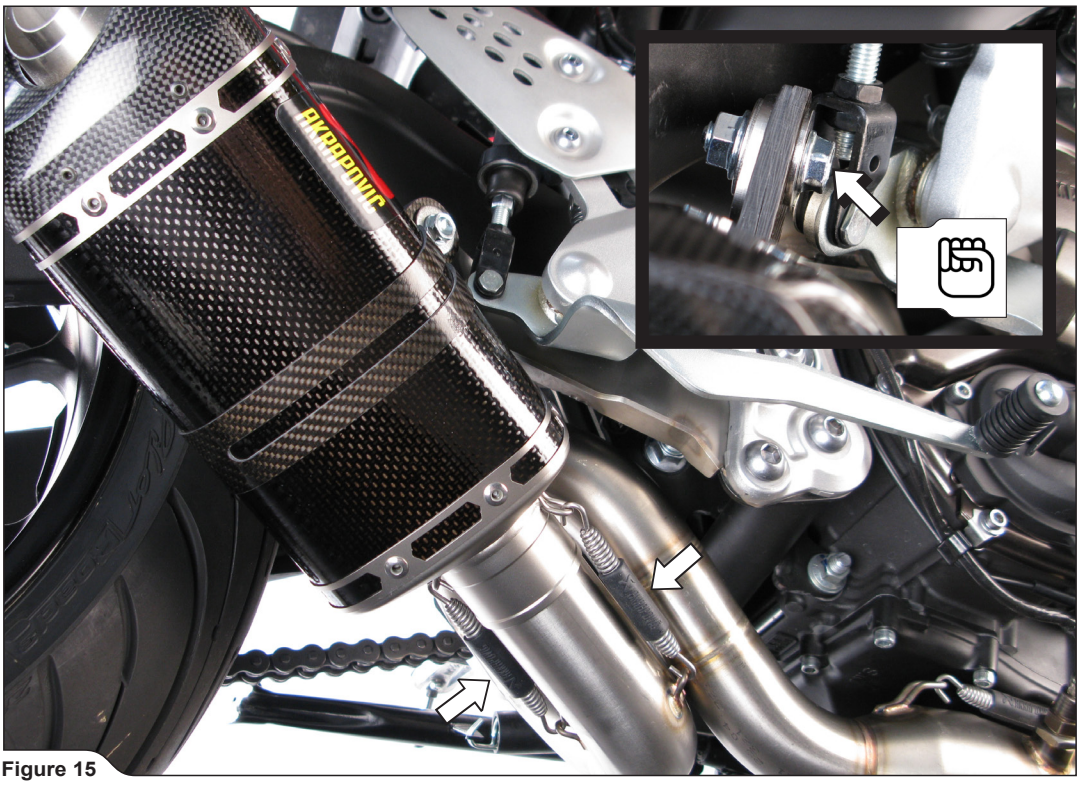

Figure 15
6. Position the muffler correctly and slide it onto the outlet side of the collector, attach the springs and hand tighten the clamp onto the bracket, using bolt, washer and nut from Akrapovič installation kit **(Figure 15).**